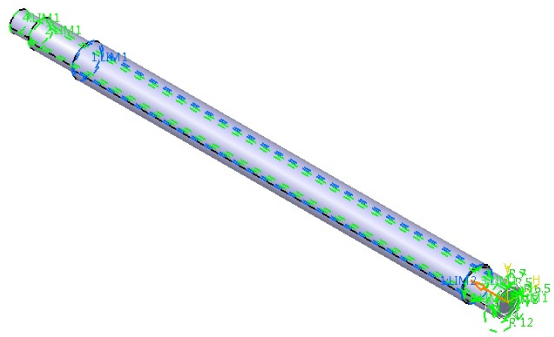

Figure 5-87 *Preview of the shaft*
8. Choose the **More>>** button from the dialog box; the dialog box is expanded. Now, set **-16** in the **Length** spinner in the **Second Limit** area of the dialog box; preview of the shaft will be displayed, as shown in Figure 5-87.